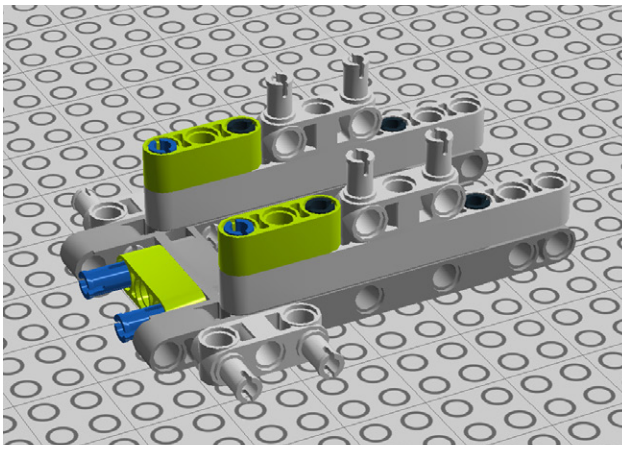

Figure 7-25. *Step 18: Adding more beams*
18. Then, throw on three 3M beams as shown in Figure 7-25.